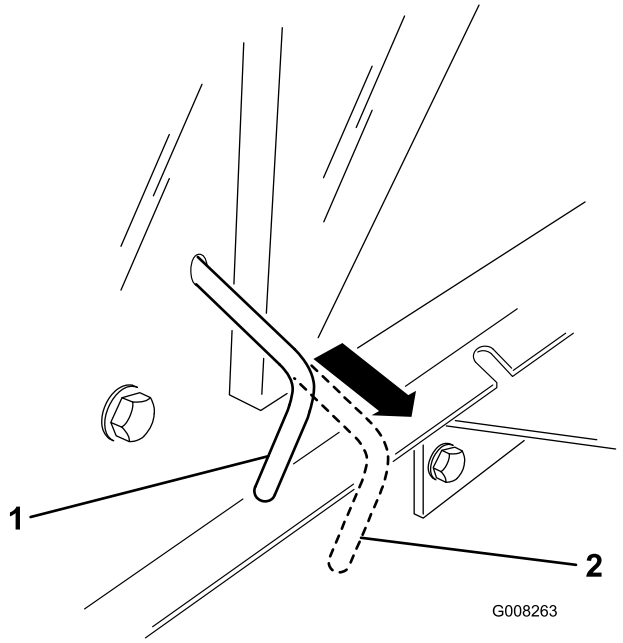

Figur 15
Obs: Detta kopplar ur drivsystemet och låter hjulen rulla fritt (Figur 15).
2. Tryck in drivningsreglaget till körläget (Figur 15) för att aktivera drivningssystemet.